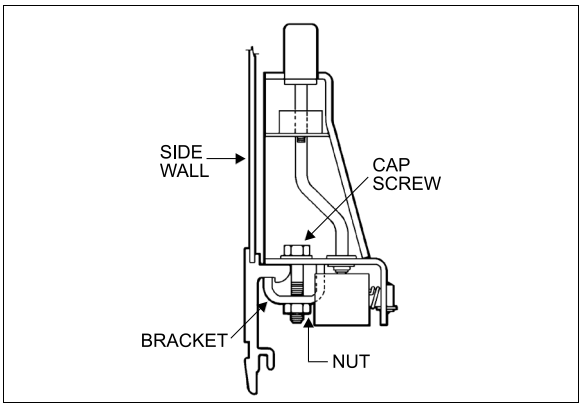
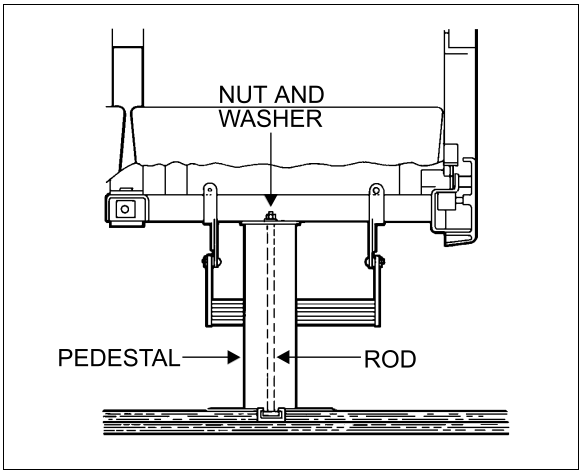

FIGURE 30: SIDE WALL MOUNTING 18106
FIGURE 31: SEAT PEDESTAL ASSEMBLY 18107
4. Remove 2 cap screws, nuts, and washers holding seat frame to side wall and retain the 2 holding brackets. See Figure 30 and Figure 31.